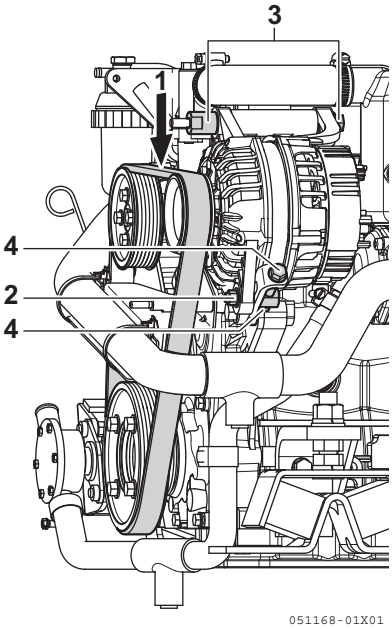

Figur 3
2. Kontrollér remmen ved at trykke på midten af den **(Figur 3, (1))** med en finger.
3. Løsn generatorens 3 bolte **(Figur 3, (2) (3) (4))**.
4. Skru justeringsbolten i **(Figur 3, (4))**, og flyt generatoren for at justere remspændingen ordentligt.